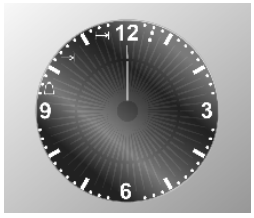

Fig. 3
- presser la touche pour entrer dans le menu de programmation, le dispositif d'affichage s'allumera de la façon indiquée à la figure **Fig. 3**;
- presser la touche pour entrer dans le menu de programmation, le dispositif d'affichage s'allumera de la façon indiquée à la figure **Fig. 3** et l'on voit s'allumer le symbole ⊢→|;